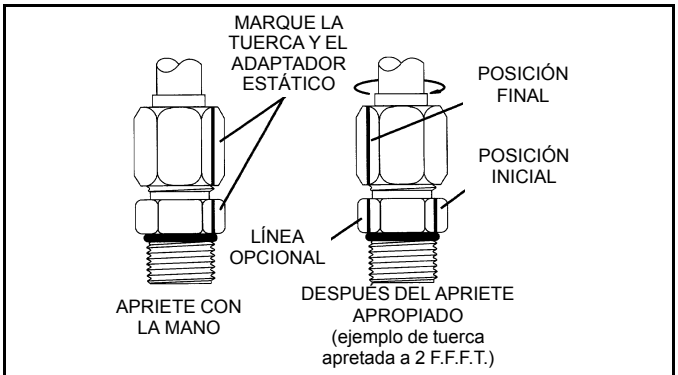

FIGURA 1-4
6. Opcional para el apriete futuro de la misma conexión: extienda la línea desde la tuerca en su nueva ubicación hasta la parte hexagonal del adaptador estático o la lumbrera (Figura 1-4).